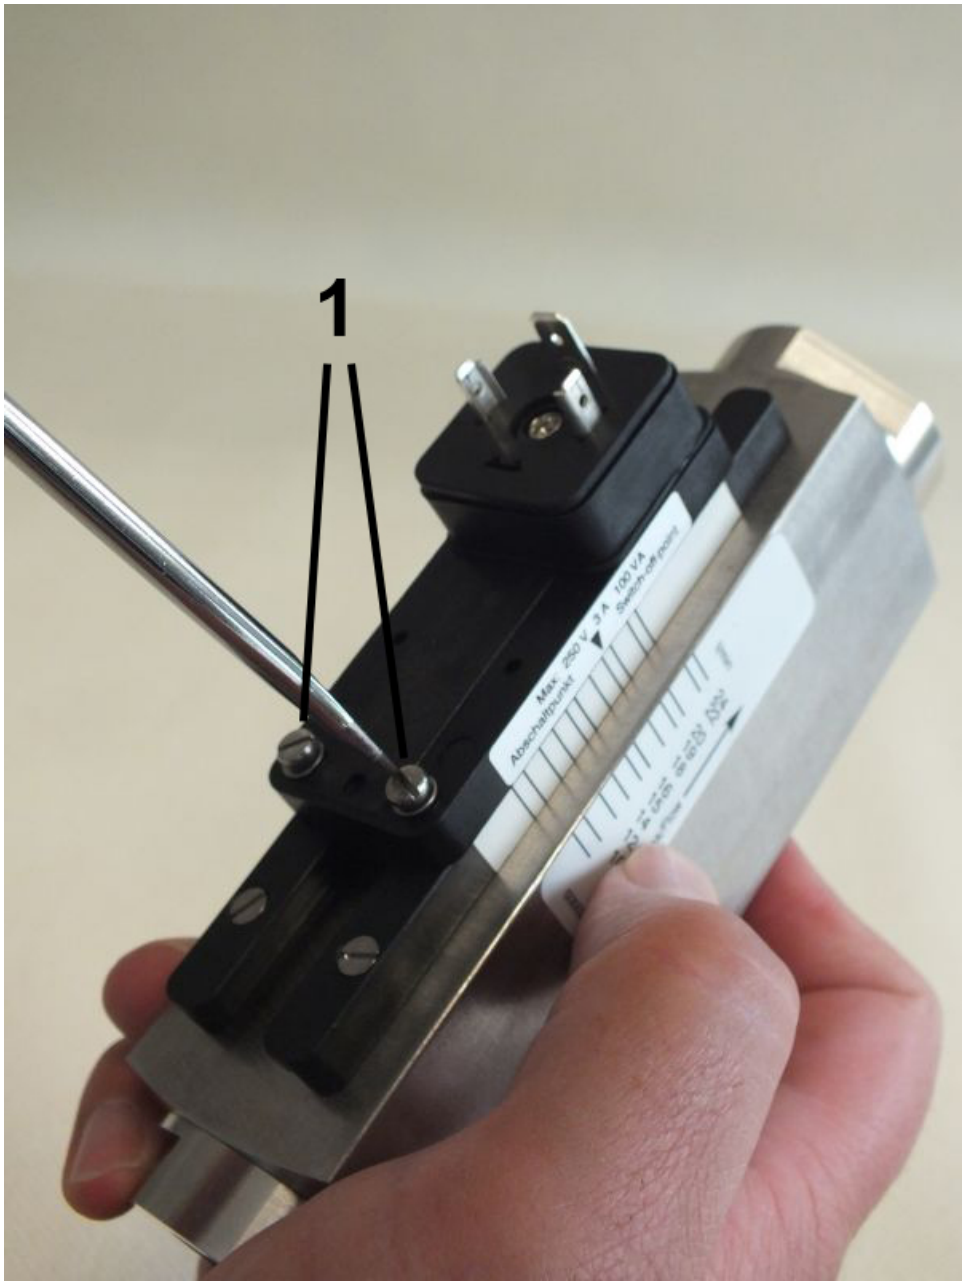

Fig. 65: Loosen set screws
3. Using a flat-bladed screwdriver (*Fig. 65*/1) loosen the set screws of the switch contact until it can move freely.
11. Tighten the set screws (*Fig. 65*/1) observing the proper tightening torque of the screws (➦ *Chapter 11.1 "Tightening torque" on page 94*)